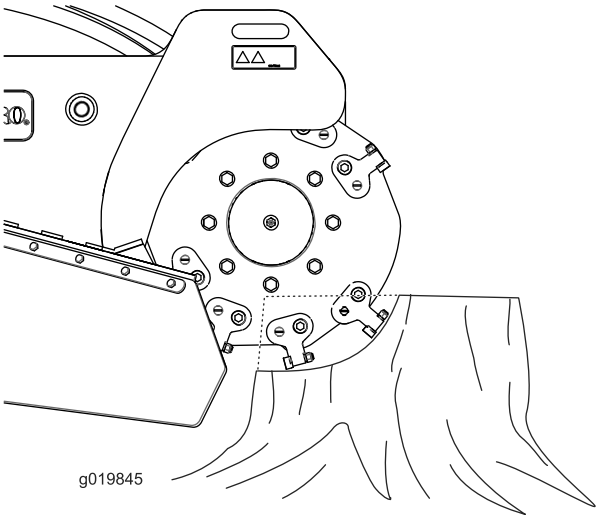

Figur 21
4. Sväng långsamt fräsen över stubbens ovansida med hjälp av manöverspaken, och skär bort flisor i ett svep (Figur 21).
- Skär av kanterna på stubben så blir fräsningen effektivare. När skärsvepet är nästan en fjärdedel av hjuldiametern (Figur 21) höjer du upp fräsen, flyttar framåt och börjar skära på kanten igen.